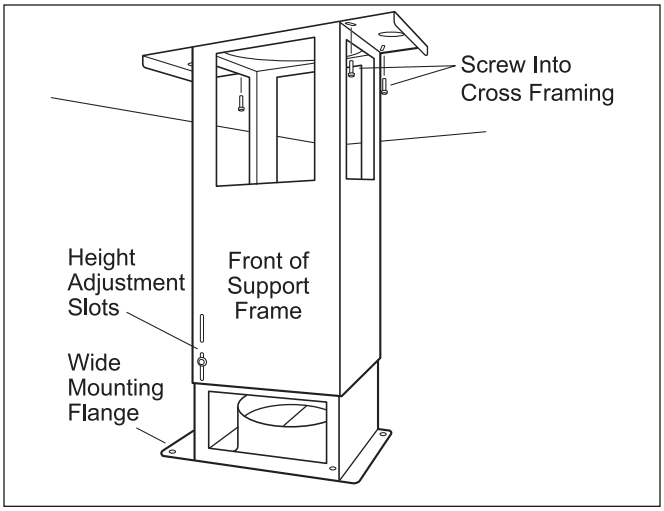

Figure 2-13 Support Frame
4. Secure the upper half of the support frame to the joists and cross framing with four screws provided with your hood. Make sure that the screws are driven into the center of the joists and framing for maximum strength. (See Figure 2-13)
5. Adjust the overall height of the support frame. Loosen and retighten the screws in the height adjustment slots as necessary. (See Figure 2-13)